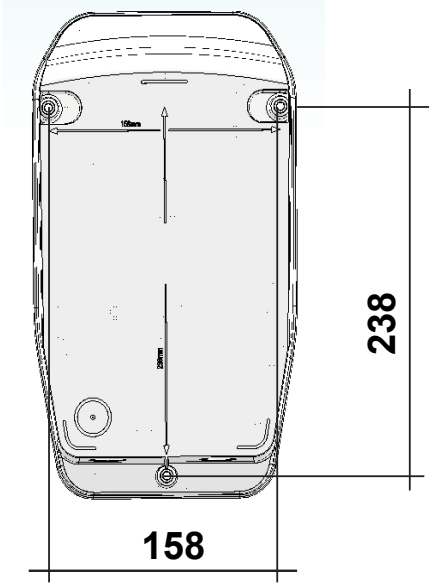

Figura 12: Instalación, Paso 2.
2.- Marcar 3 agujeros teniendo en cuenta las medidas de la **Figura 12** (escritas en la cara posterior de la caja).